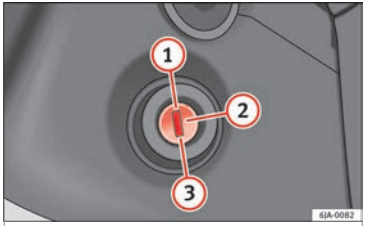

Fig. 172 Ignition key positions.
- **When moving with the engine switched off, the ignition key must always remain in position (2) ››› Fig. 172 ››› page 151 (ignition on). The control lamps will light up in this position. Otherwise, the steering lock could engage suddenly. Risk of accident!**
- **The starter motor may only be used (key position (3) ››› Fig. 172 ››› page 151 in the ignition) if the engine is off. Using the starter motor when the engine is running could damage it.**
- Press the clutch pedal all the way down and start the engine (3) ››› Fig. 172 ››› page 151, without pressing the accelerator. Keep the clutch pedal pressed down until the engine starts.
- Release the ignition key as soon as the engine starts. The key returns to position (2).
- If the engine does not start after 10 seconds, turn the key back to position (1). Repeat the action after 30 seconds.
Stop the engine by turning the ignition key to position (1) ››› Fig. 172 ››› page 151.